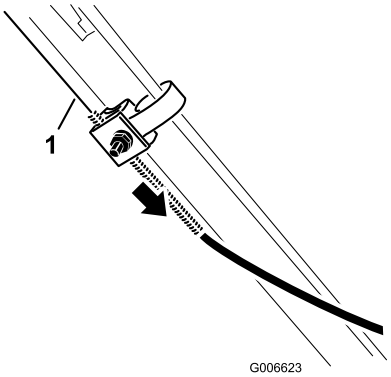

**Figur 28**
3. Træk kabelkappen nedad, indtil du fjerner slækket i det blotlagte kabel (Figur 28).